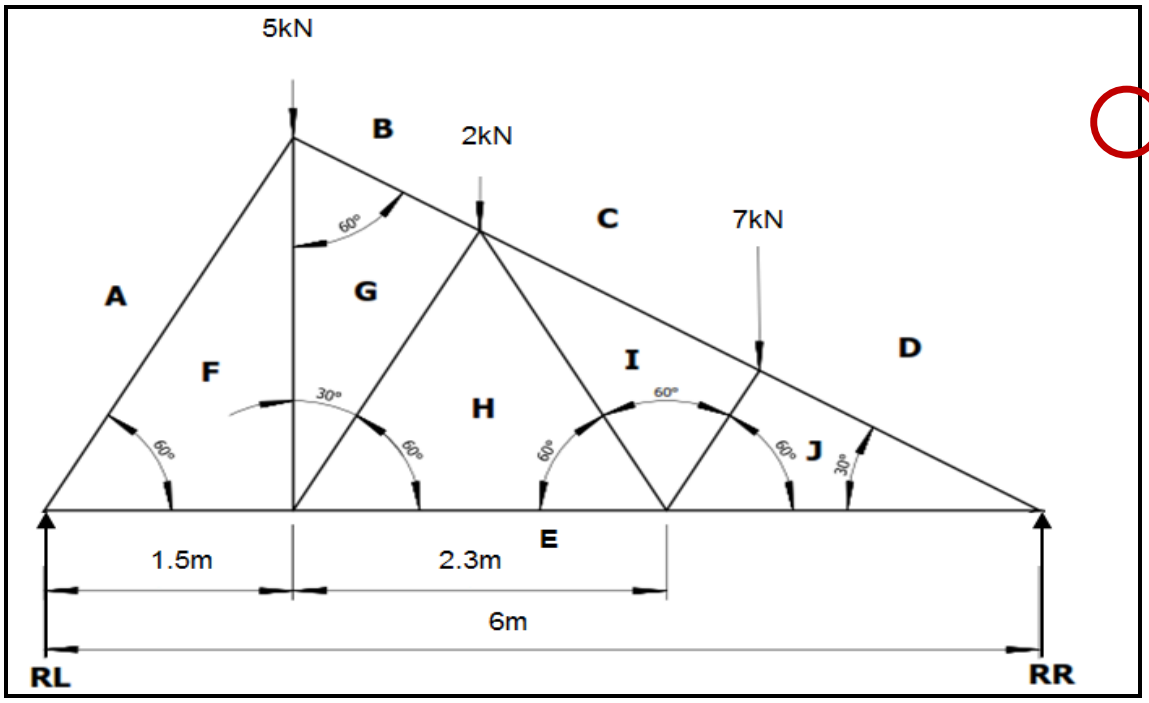

FIGUUR 2
Verwys na FIGUUR 2 hier onder:
4.3 Gebruik 'n skaal van 1 cm:1 kN om 'n vektordiagram te teken ten einde die grootte en aard van die kragte wat op die raam in FIGUUR 2 hier onder inwerk, te bepaal. Kopieer TABEL 1 in die ANTWOORDBOEK en tabuleer jou oplossings in die toepaslike ruimtes.